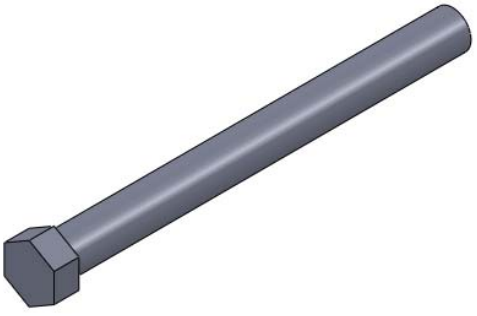

Figure 2-20 *Isometric view of the model*
13. Choose the **OK** button ( ) from the **Boss-Extrude PropertyManager**; the extrude feature is created. Next, change the current orientation of the model to isometric by choosing the **Isometric** button from the **View Orientation** flyout. Figure 2-20 shows the isometric view of the model.